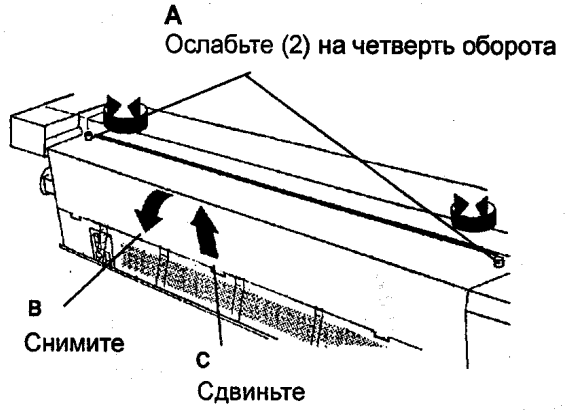

Рис. 16 Снятие верхней задней крышки
29. (РИС. 16): СНИМИТЕ ВЕРХНЮЮ ЗАДНЮЮ КРЫШКУ.